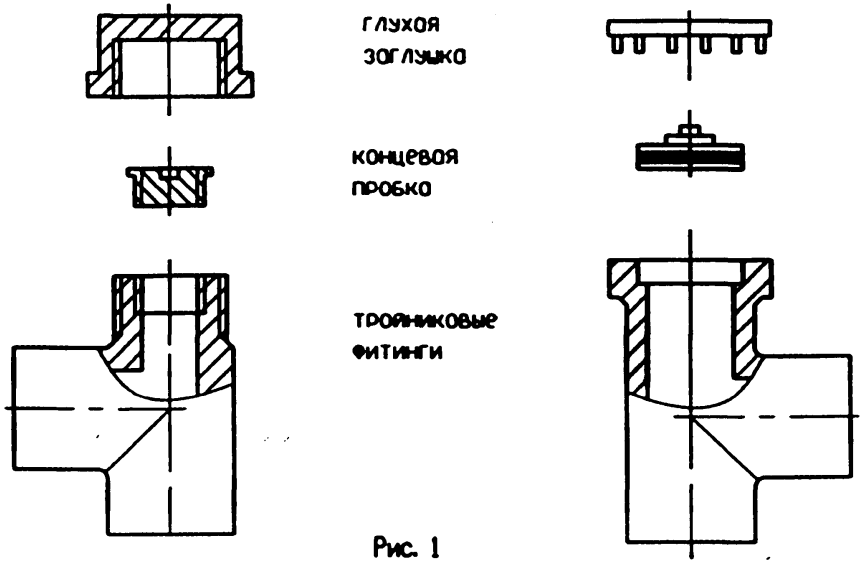

Рис. 1
1. Трояники 3-WAY® типоразмеров от 4" до 12" (100-300 мм) типа IIа, изображенные на рис.1